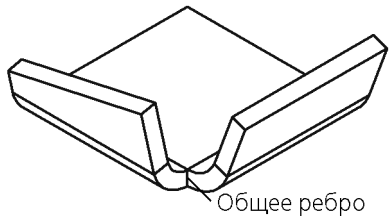

Рис. 108.30. Смежные сгибы
**Смежными** считаются сгибы, имеющие общее ребро, расположенное так, как показано на рис. 108.30.